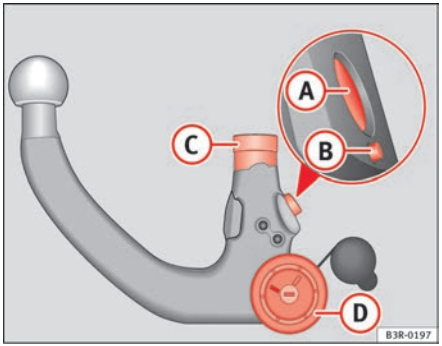

Fig. 158 Removable towing bracket: Ball joint
– Check the locking pin (A), release pin (B), shaft section (C) and knob (D) ⇒ page 198, fig. 158 on the ball joint to make sure they are clean and undamaged.